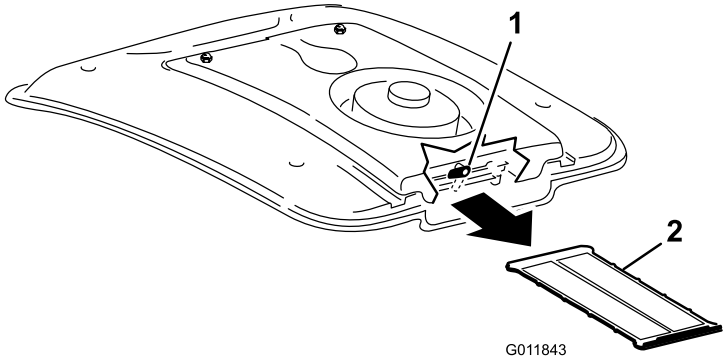

Figur 57
2. Vrid spärren längst bak på fläktmonteringen åt sidan (Figur 57).
3. För ut luftkonditioneringsfiltret från under luftkonditioneringsspolen (Figur 57).
4. Rengör filtret noga med tryckluft (Figur 57).